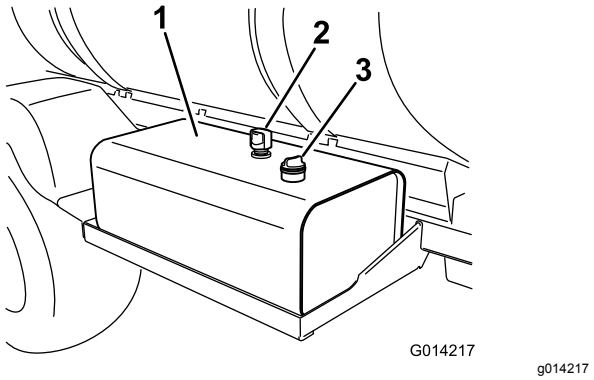

図 86
2. 油圧オイルタンクのディップスティックキャップ周辺をきれいに拭きキャップを外す図 86